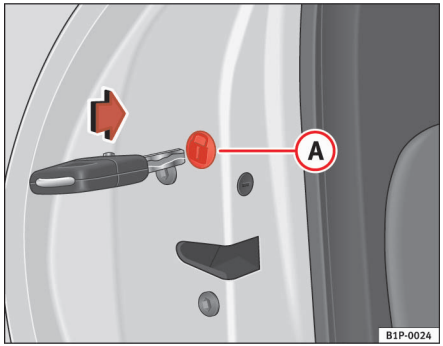

Fig. 58 Nødlåsning af døre
Åbn døren, og tag afdækningen (A) ⇒ fig. 58 med låsesymbolet af. Derefter kan du se en rund del, der kan drejes, og som har en slids i midten. Sæt tændingsnøglen i slidsen, og drej delen mod uret, hvis døren er i højre side, og med uret, hvis døren er i venstre side.